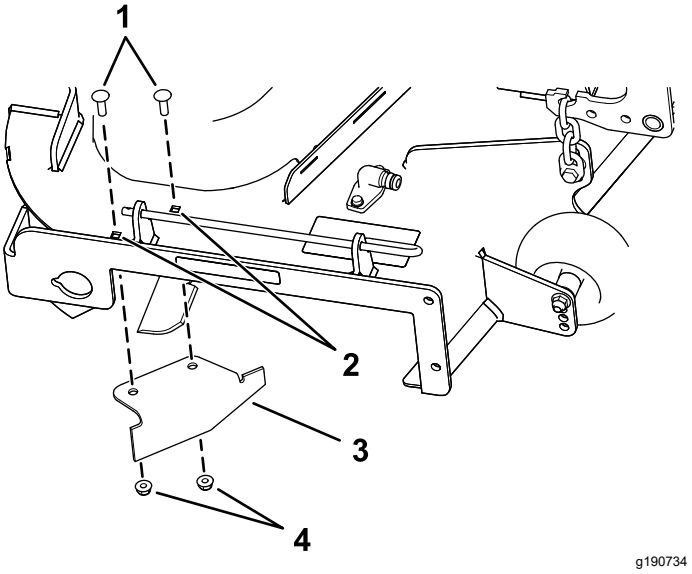

Figur 16
9. Finn kantskjermen i monteringssettposen, og fjern festene i de bakre hullene på utslippsplaten (Figur 16).